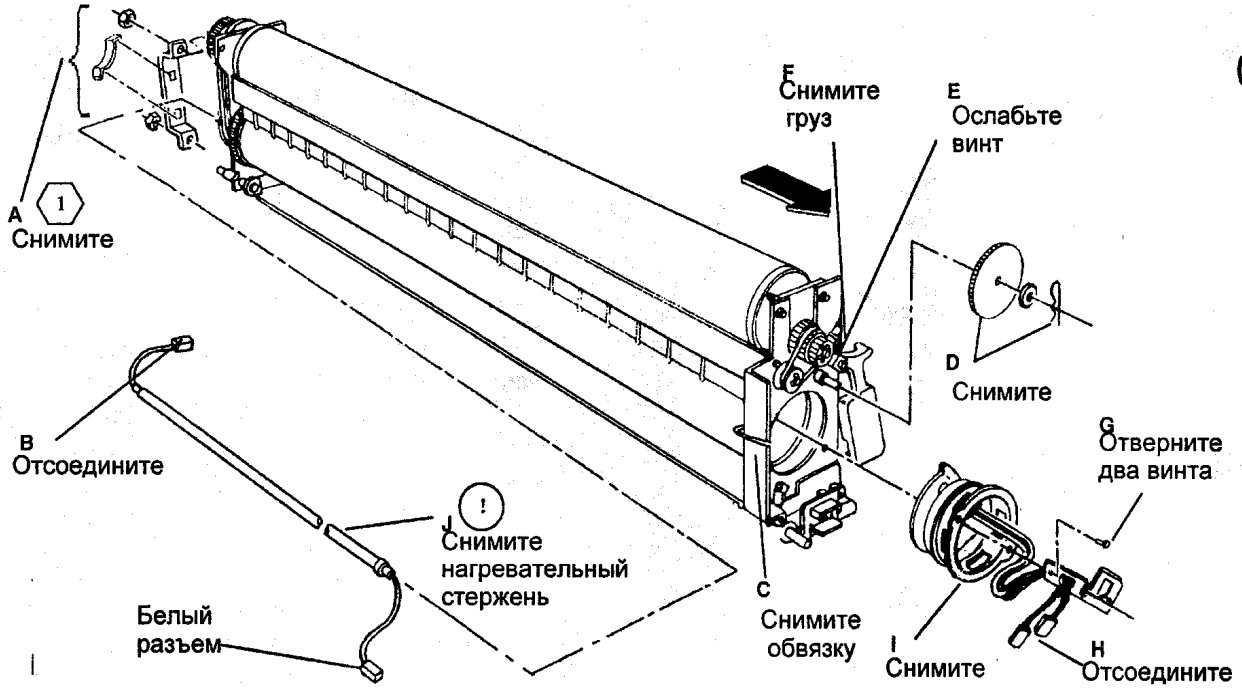

Рис. 1 Снятие нагревательного стержня
5. (РИС. 1): СНИМИТЕ НАГРЕВАТЕЛЬНЫЙ СТЕРЖЕНЬ.